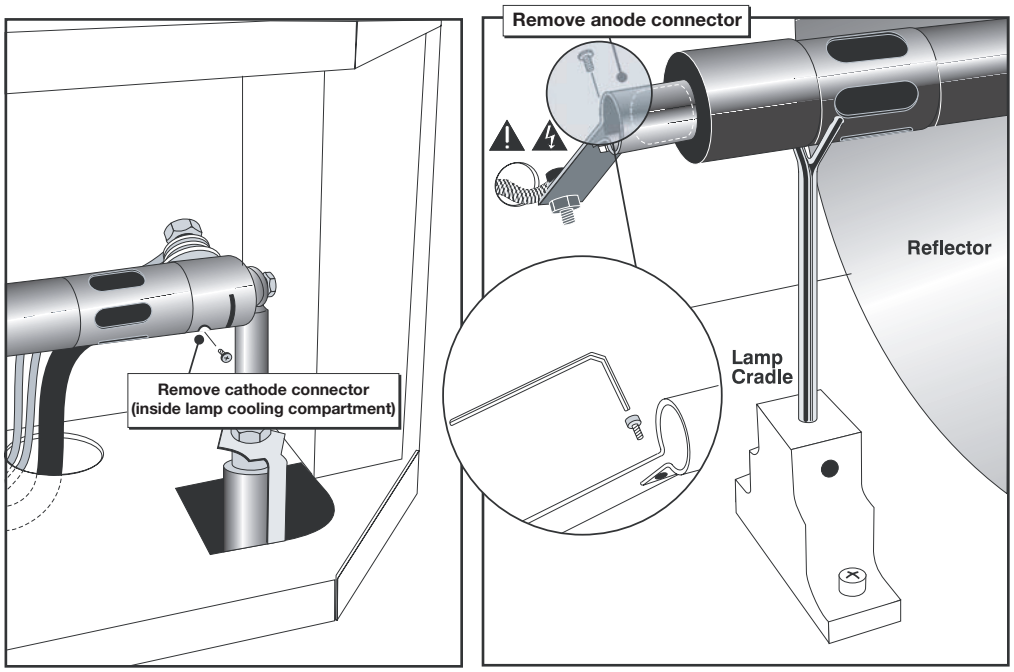

Figure 5-1. Disconnecting the Old Lamp
5. Using a hex wrench of the appropriate size, loosen the set screws from the negative/cathode (rear, 7/64”) and positive/anode (front, 3/16”) lamp connectors; see Figure 5-1. ***Apply minimal torque and DO NOT stress the quartz tube.***